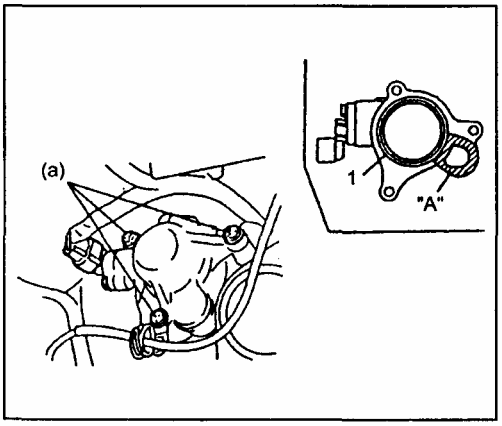

Рис. 90
13) Как показано слева, нанесите герметик на поверхность А, установите датчик положения распредвала на головку блока цилиндров и затяните болт крепления необходимым моментом (Рис. 90).